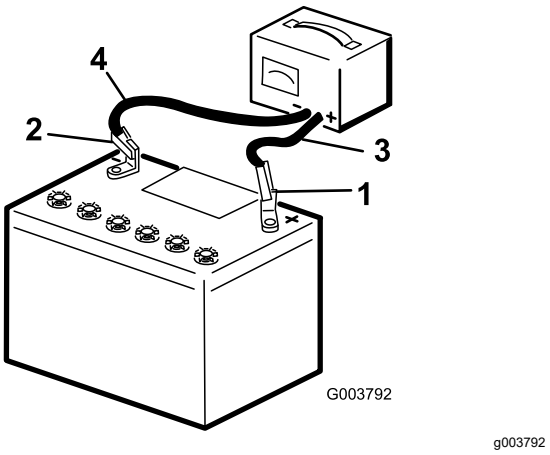

**Figuur 42**
2. Laad de accu op gedurende 4 tot 8 uur bij 3-4 A (Figuur 42). De accu niet te ver opladen.
3. Zodra de accu volledig is opgeladen, haalt u de acculader uit het stopcontact en maakt u vervolgens de oplaadkabels los van de accuklemmen (Figuur 42).